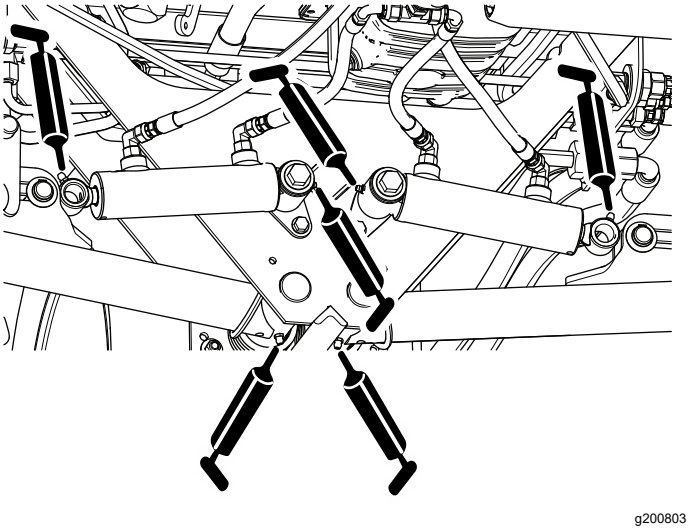

Figur 43
- Bakre lyftarmstappar och lyftcylindrar (tre per sida), se Figur 43.